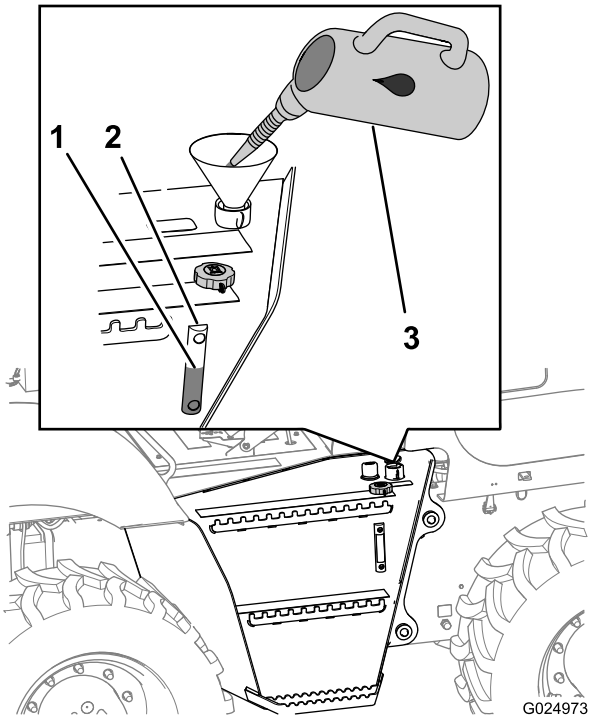

Bild 108
1. Füllen Sie den Hydraulikölbehälter mit der angegebenen Hydraulikölsorte, bis der Ölstand in der Mitte des Schauglases ist (Bild 108).
3. Setzen Sie den Fülldeckel auf (Bild 108).